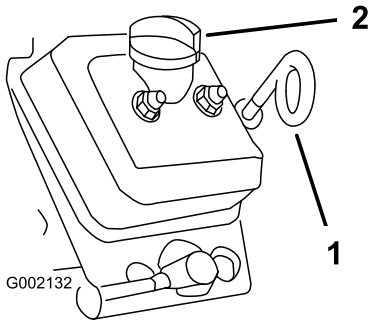

Figura 20
3. Usate un panno per pulire attorno all'asta di livello e al tappo di riempimento (Figura 20) in modo che la morchia non possa penetrare nel tubo dell'asta o nel collo del bocchettone e danneggiare il motore.
4. Estraete l'asta di livello dell'olio e pulitene l'estremità (Figura 20).
5. Inserite a fondo nel tubo dell'asta l'asta di livello dell'olio (Figura 20).
8. Montate il tappo di riempimento; fate riferimento a Figura 20.
9. Rimontate l'asta di livello dell'olio e inseritela a fondo (Figura 20).